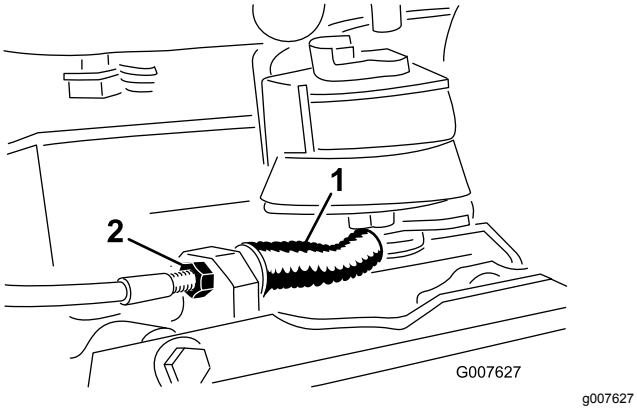

Figur 40
- Minska kabelns spänning genom att lossa kabelns främre kontramutter och dra åt den bakre kontramuttern (Figur 40). Upprepa steg 1 och 2 och justera vid behov spänningen på nytt.
- Öka kabelns spänning genom att dra åt kabelns främre kontramutter och lossa den bakre kontramuttern (Figur 40). Upprepa steg 1 och 2 och justera vid behov spänningen på nytt.